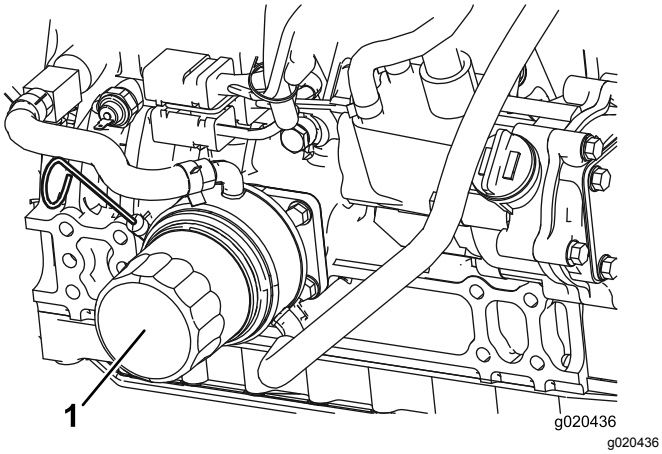

**Figur 55**
2. Avlägsna oljefiltret (Figur 55).